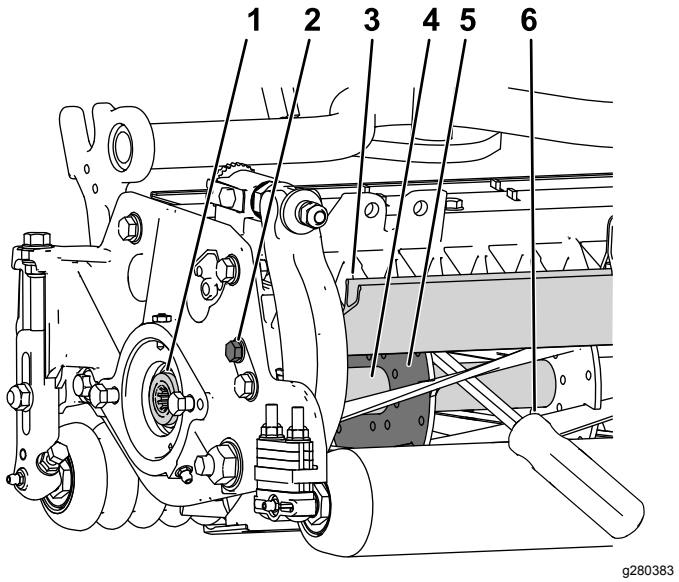

Figure 30
1. Loosen the shield-bolt on the left side of the cutting unit and raise the rear shield (Figure 30).
2. Insert a long-handled pry bar (recommended 3/8" x 12" with screwdriver handle) through the back of the cutting reel, closest to the side of the cutting unit that you will be torquing (Figure 30).
3. Place the pry bar against the weld side of the reel support plate (Figure 30).